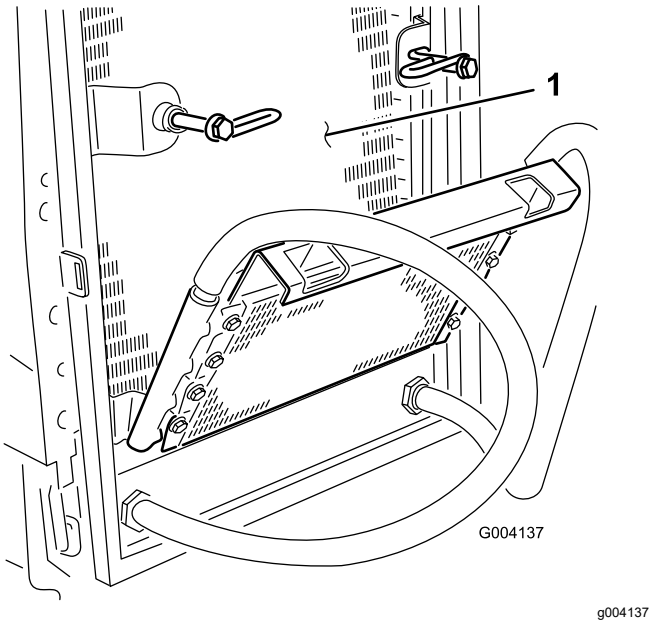

Figur 70
6. Rengjør begge sidene av oljekjøleren og radiatoren (Figur 70) grundig med trykkluft.